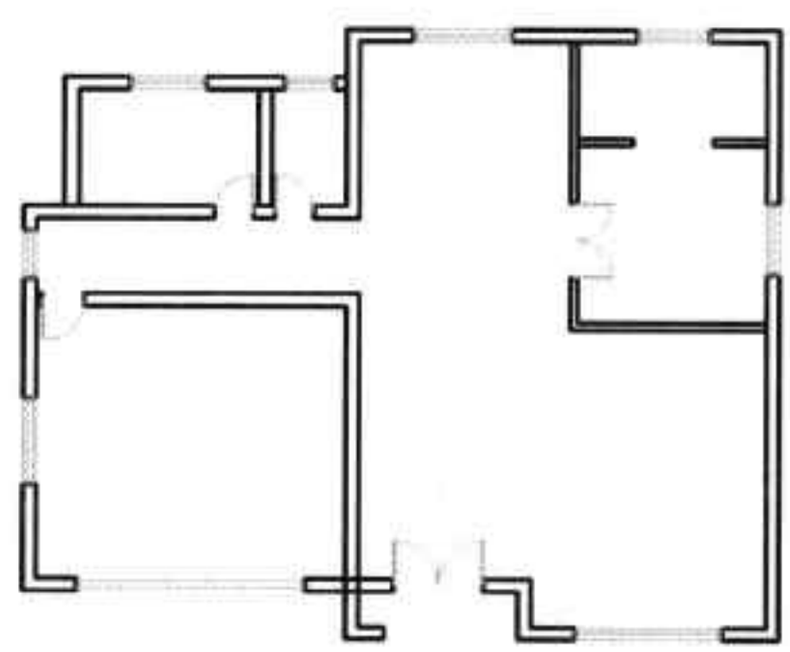

图5-88 完成户型图的绘制
Step21 执行“图层特性”命令，在打开的对话框中关闭“墙轴线”图层，此时在绘图区中墙轴线将不显示。至此已完成别墅一层平面户型图的绘制，如图 5-88 所示。